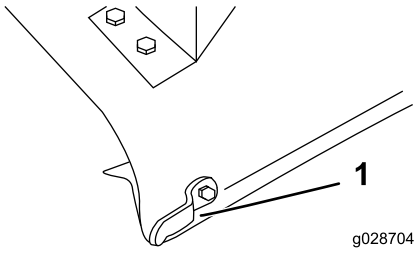

Figur 7
1. Marker og bor et hull med en diameter på 9,5 mm i midten av avlederens stoppeanordning (Figur 7).